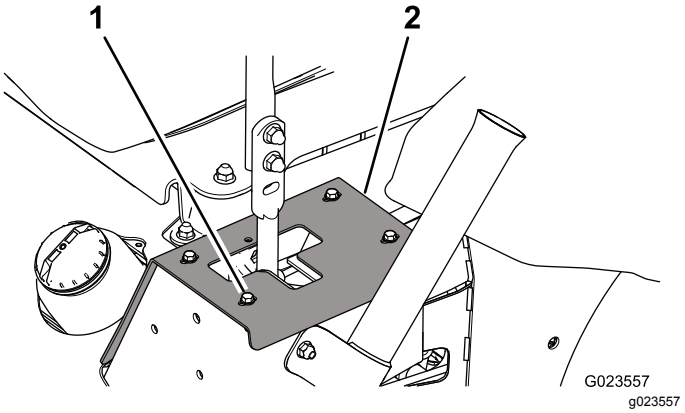

**Рисунок 62**
2. Чтобы получить доступ к монтажным болтам демпфера, выверните болты крепления упорных пластин к раме (Рисунок 62).